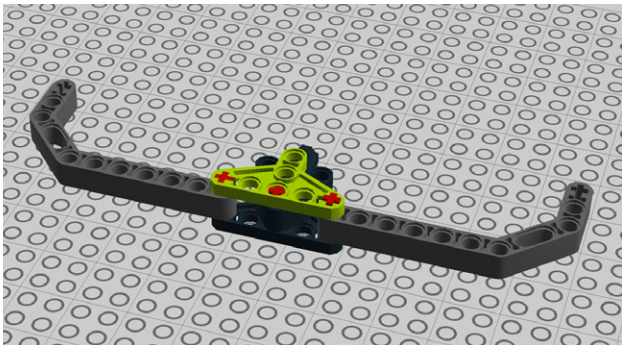

Figure 1-10. *Step 6: Topping it off*
6. Add another triangular plate to the top to secure the various elements as shown in Figure 1-10.